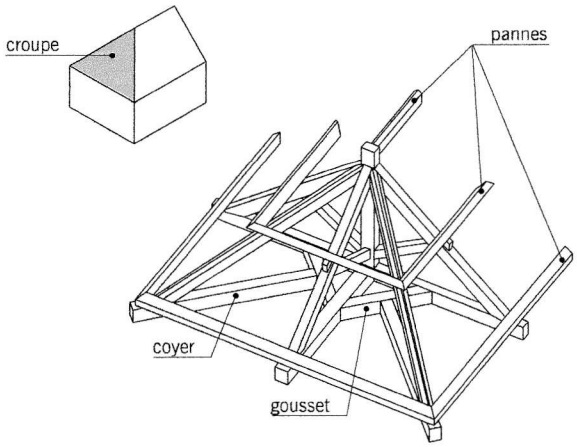

fig. 5.13 | **charpente de la croupe**
■ La **croupe** (fig. 5.13) : versant de toiture de forme triangulaire compris entre deux arêtiers. Désigne également l'ensemble des pièces de charpente situées sous ce pan de toiture. (voir chapitre n°-6 pour les autres définitions relatives aux croupes).
■ Le **coyer** (fig. 5.13 et 5.14) : pièce de l'enrayure disposée en diagonale et supportant le pied de l'arbalétrier.
■ Le **gousset** (fig. 5.13 et 5.14) : petite pièce placée dans un angle et recevant l'extrémité du coyer.